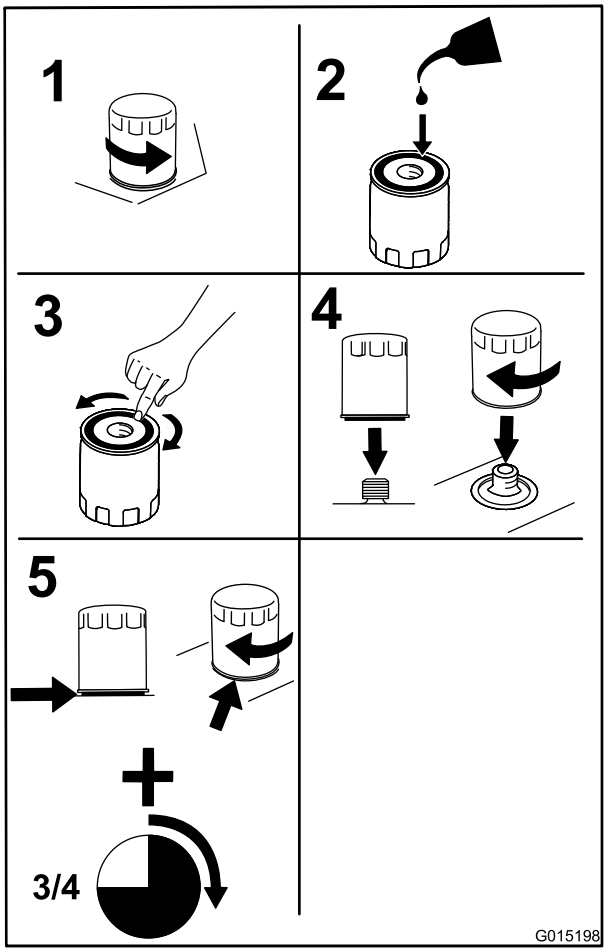

Figuur 35
3. Vervang het oliefilter van de motor zoals wordt getoond in Figuur 35.